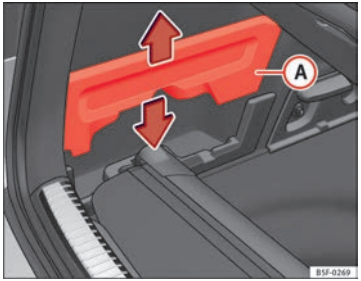

Fig. 96 In the luggage compartment: housing for storing the rear shelf.
- Remove the covers ⇒ Fig. 96 (A) left and right.